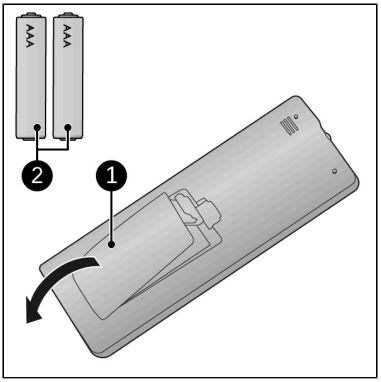

Figure 67.
1. Retirez le couvercle (Figure 67, pos. 1).
3. Insérez deux piles (AAA 1, V) (Figure 67, pos. 2) comme indiqué dans le compartiment. Veillez à insérer les piles correctement.